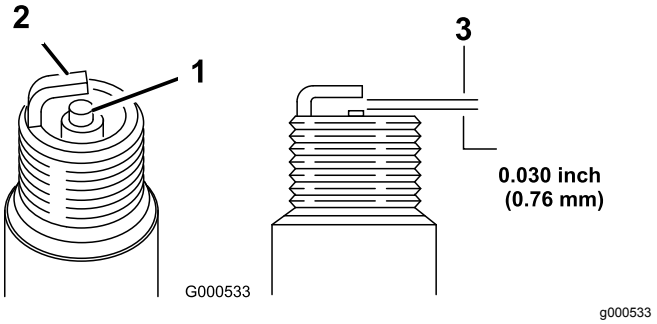

Rysunek 19
5. Ustaw przerwę na świecy na 0,76 mm w sposób widoczny na Rysunek 19.